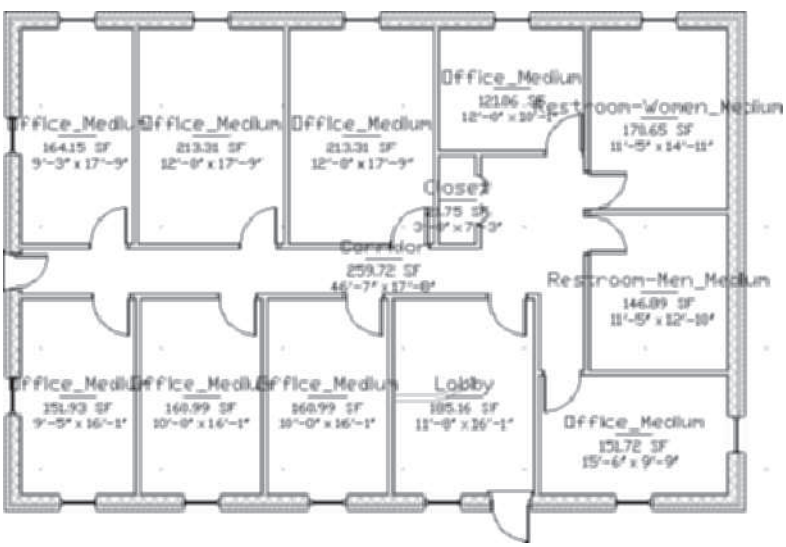

FIGURE 4.8 *Display of space objects turned OFF*
18. Choose the **Layer List** from the Layer panel of the Home tab. Click the light-bulb of the drop-down list to turn OFF the visibility of **A-Area-Spce-Patt** as shown in Figure 4.8. Save and close the drawing.